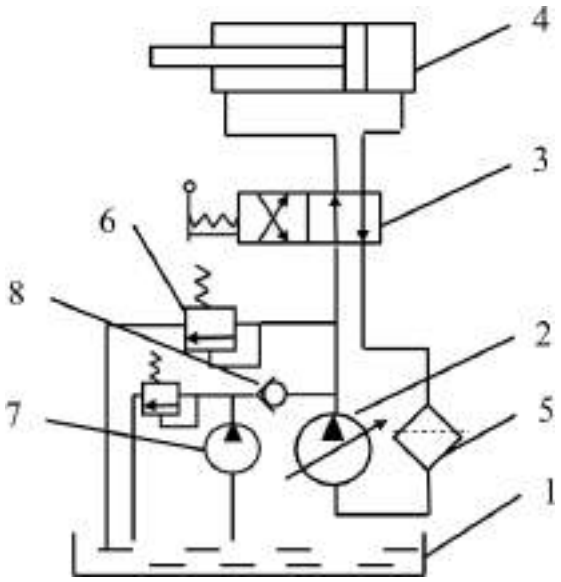

Рис. 1.6. Схема гидропривода с замкнутой системой циркуляции:
– гидропривод с замкнутой схемой циркуляции (рис. 1.6), в котором рабочая жидкость от гидродвигателя возвращается во всасывающую гид- ролинию насоса. Гидропривод с замкнутой циркуляцией рабочей жидко- сти компактен, имеет небольшую массу и допускает большую частоту